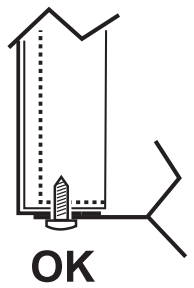

fig. 17 - montage avec vis inférieures
3. Procéder dans l'ordre inverse pour remonter le panneau avant. S'assurer qu'il est fixé correctement au panneau supérieur et complètement en appui sur les panneaux latéraux. La tête de la vis « A », une fois serrée, doit être positionnée comme indiqué en « fig. 17 - montage avec vis inférieures »).